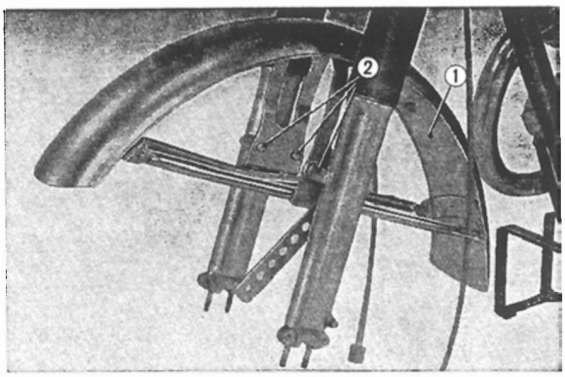

Fig. 4.17 Removing the front fender
2. Remove the 6 mm fender stay mounting bolt from both sides, 8 mm fender mounting bolt and the front brake stopper arm bolt. The fender can be separated from the fork. **(Fig. 4.17)**